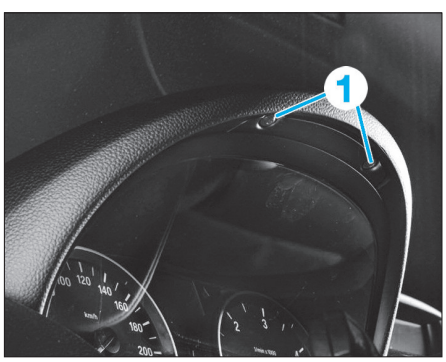

Fig. 1
• Déposer les 2 vis (1) **(Fig.1)**.